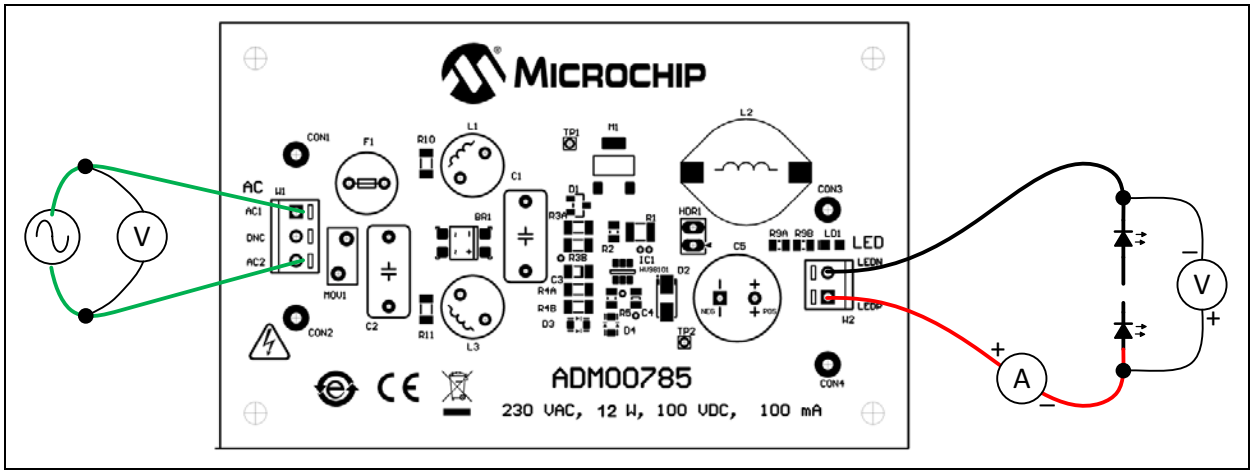

图 2-1： 连接图
- 输入连接器 W1，放置在评估板的左侧且标记为 AC，如图 2-1 所示。
1. 连接交流输入源和 LED 负载，如图 2-1 所示。